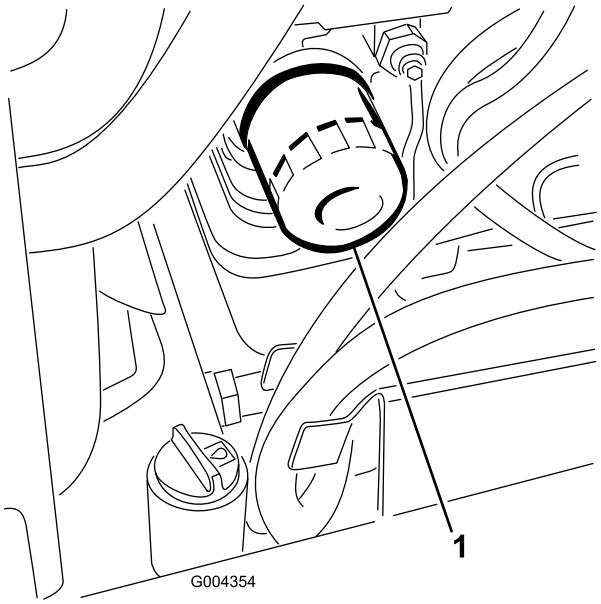

**Figur 44**
3. Fjern oliefilteret (Figur 44).